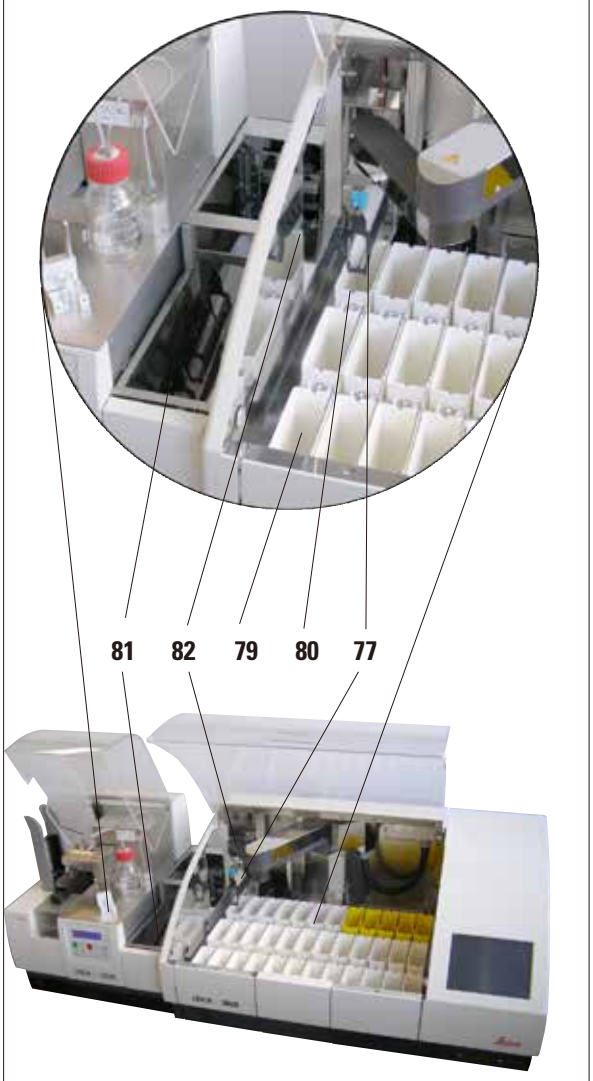

図 46
- 染色プロトコルの最後にプログラミングされたステーションから、スライドラック（図 46、**77**）が ST5020 の移動アーム（図 46、**82**）によって取り除かれ、TS5025 搬送ステーションに運ばれます。
- 搬送ステーションの移動アーム（図 46、**82**）が全自動封入装置のローディング槽へのスライドラックの搬送を引き継ぎます。